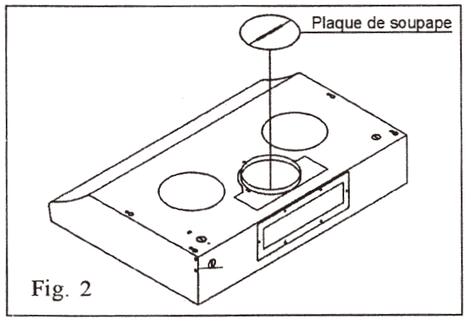

Fig. 2
(1) Pour un aspirail arrondi (type standard) veuillez connecter le conduit d'aspiration de dimensions 6'' à l'aspirail de la machine. (Fig.2)